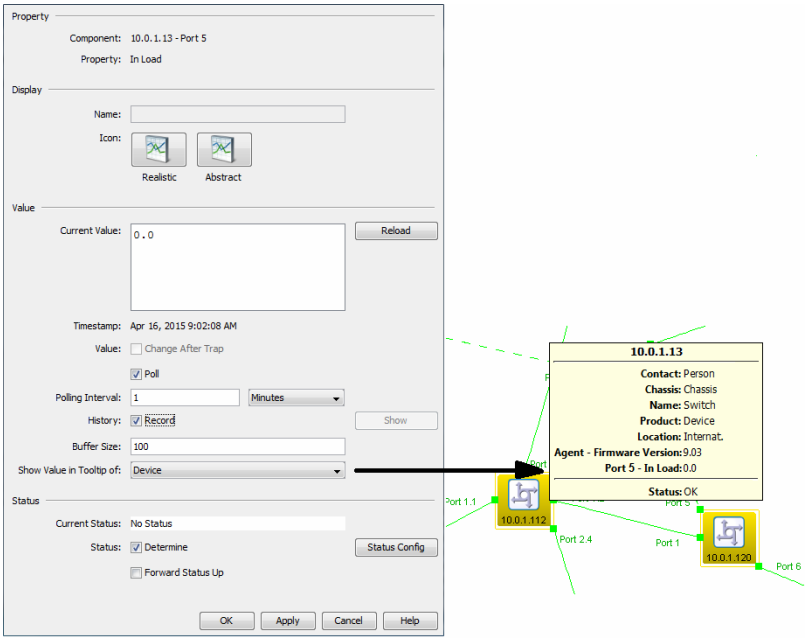

Figura 63: Características de detalle
- Para mostrar este valor en la burbuja de ayuda de un componente de nivel superior, seleccione el componente en la lista desplegable “Presenta valor en ventana de ayuda“ (ver la figura 63).